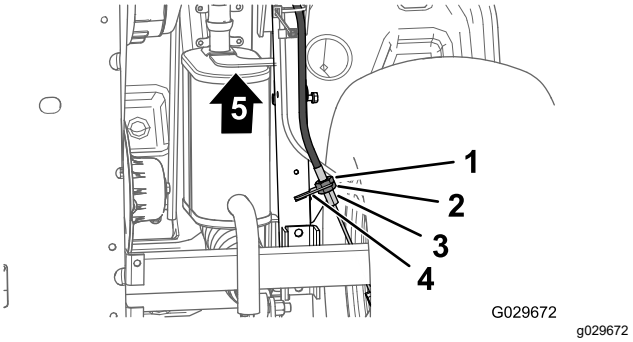

Figuur 67
3. Aan de onderkant van de machine: draai de achterste contramoer van de instelling van de parkeerrem-kabel 4 slagen los (Figuur 67).
4. Draai de voorste contramoer vast (Figuur 67).
A. Draai de voorste contramoer (Figuur 67) van de instelling van de parkeerrem-kabel 1 slag los.
B. Draai de achterste contramoer vast (Figuur 67).
A. Draai de achterste contramoer (Figuur 67) van de instelling van de parkeerrem-kabel 1 slag los.
B. Draai de voorste contramoer vast (Figuur 67).